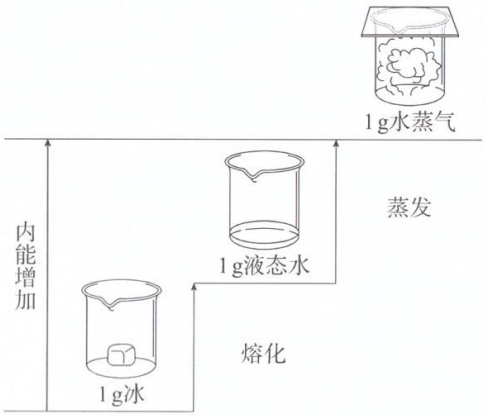

图1-6　水的聚集状态变化时的内能变化
2. 需注明反应物和生成物的聚集状态。因为物质的聚集状态不同时，它们所具有的内能也不同。例如，冰熔化为水时，需要吸收热量；水蒸发为水蒸气时，也需要吸收热量（如图1-6）。因此，H_2与O_2反应生成1 mol $H_2O(l)$与生成1 mol $H_2O(g)$时所放出的热量是不同的。